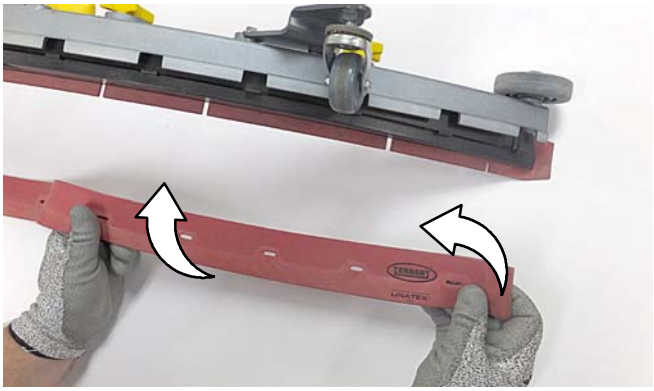

図 137
4. リヤブレードを新しい拭き取りエッジの位置に入れ替え、ブレードをもう一度取り付けます（図137）。